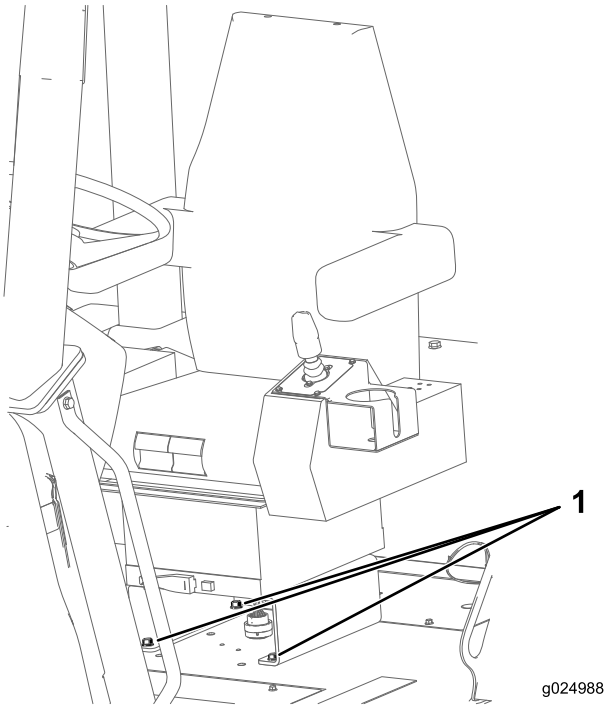

Figura 112
1. Compruebe que los pernos que sujetan el asiento al chasis de la máquina están apretados a 27–34 N·m; consulte la Figura 112.